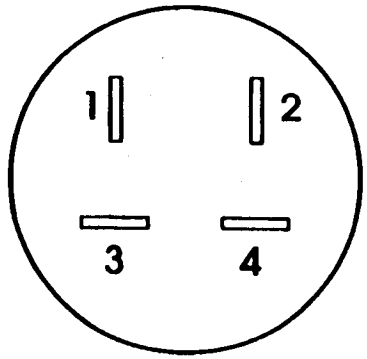

Рис.2 Подключение контактов
1. Подключить контакты в соответствии с приведенной ниже таблицей и рис. 2.